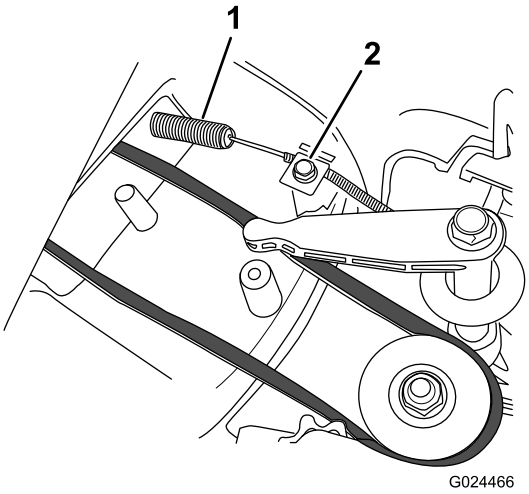

Figur 30
2. Montera den nya knivbromskabeln, men dra inte åt kabelklämman på klipparkåpan (Figur 30).